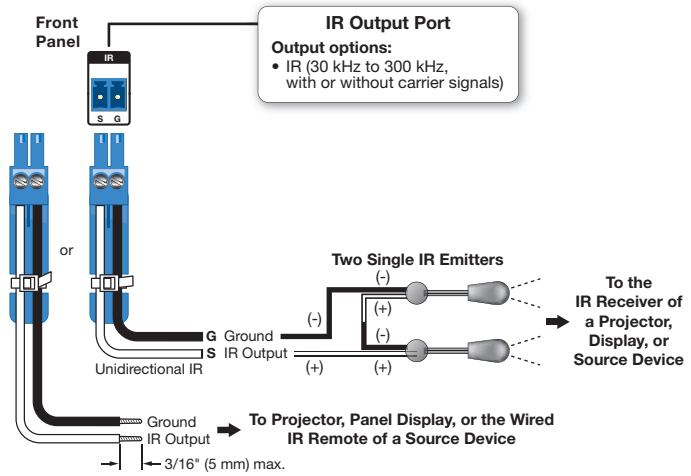

Figure 8. Wiring the IR Port
F **IR control port** — (See **figure 4** on page 9) To control devices via infrared (IR) commands from the WC PRO 160, connect a single or dual IR emitter to this port, with a maximum of 100 feet (30 meters) distance from port to emitter. The IR port provides unidirectional IR signal output to control a display (see figure 8).